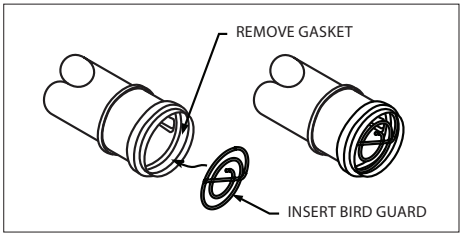

Figure 10
8. Remove gasket and install Bird Guard into end of pipe. ***(Fig.10)***